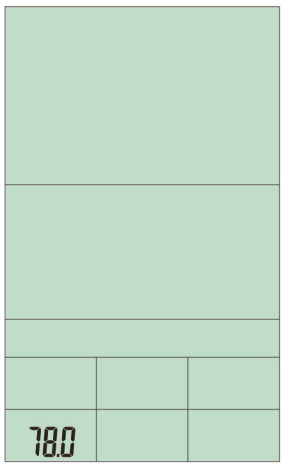

Afbeelding 2
(1) Bevestig de linker verbindingsbuis(C1) met het hoofdframe (A) bovenaan met de schroef (J8) en onderaan met de twee schroeven (J2) met de beugel (F2) – zoals de rechter buis (C2) in afbeelding 2.
(2) Nu kunnen alle schroeven (J8, J2) in stap 2 en 3 vastgeschroefd worden.
(3) Verwijder de schroeven (F6) van de verbindingsmast (F1).
(4) Verbind de scharnierafdekkingen (F3 en F4) met verbindingsmast (F1) en bevestig met de schroeven (F6).